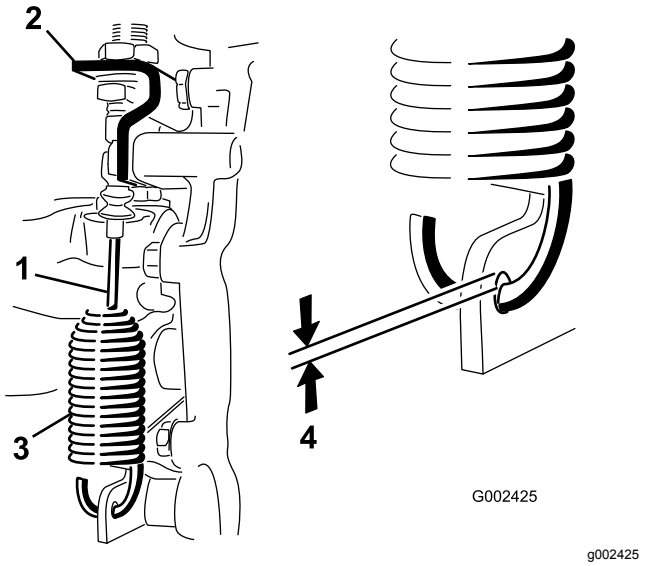

**Rysunek 47**
2. Odkręć przeciwnakrętki mocujące linkę blokady mechanizmu różnicowego do wspornika na skrzyni biegów (Rysunek 47).